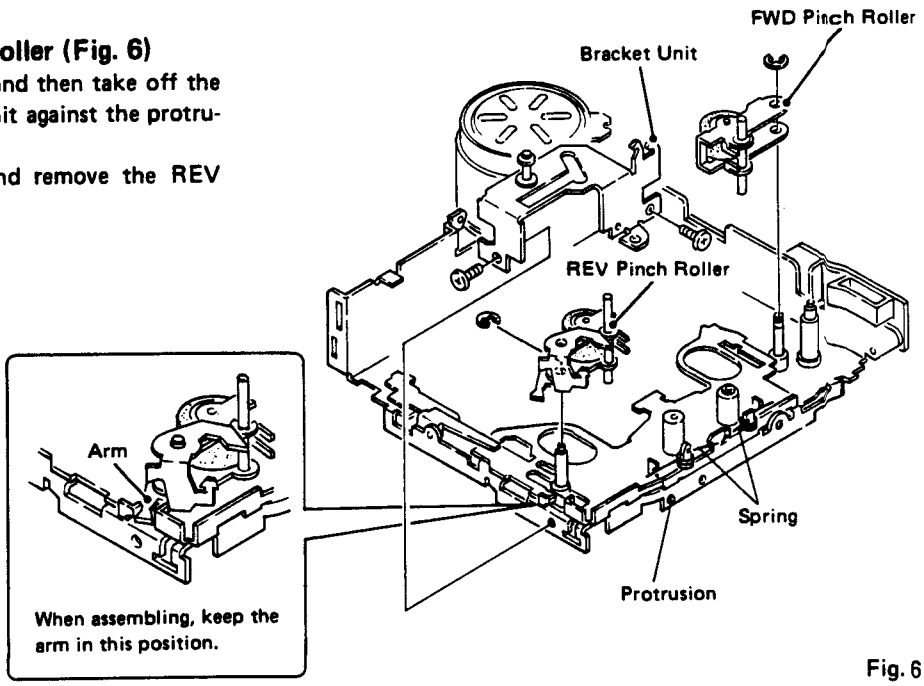

Fig. 6
• Dismounting the FWD Pinch Roller (Fig. 6)
(1) Remove E-washer & spring, and then take off the FWD pinch roller.
• Dismounting the REV Pinch Roller (Fig. 6)
(1) Remove the 2 retaining screws, and then take off the bracket unit, taking care not to hit against the protrusion.
(2) Take off E-washer & spring, and remove the REV pinch roller.